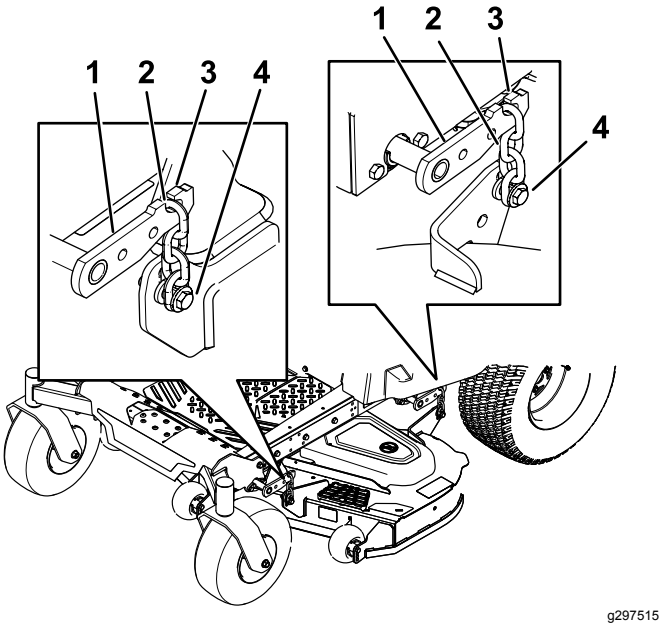

Figuur 76
8. Verwijder de kettingen van de haken op de hefarmen van het maaidek (Figuur 76).
6. Til de achterzijde van het maaidek op en bevestig de kettingen aan de achterste hefarmen (Figuur 76).
7. Bevestig de voorste kettingen aan de voorste hefarmen (Figuur 76).